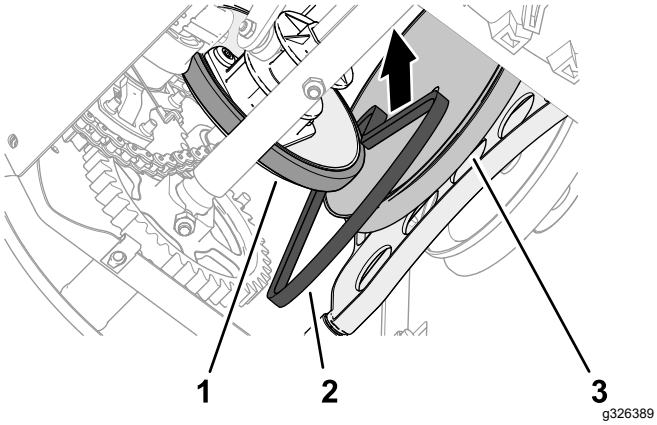

**Figure 49**
1. Chaussez la courroie de déplacement entre la roue de friction et la poulie de déplacement, puis sur la machine (Figure 49).